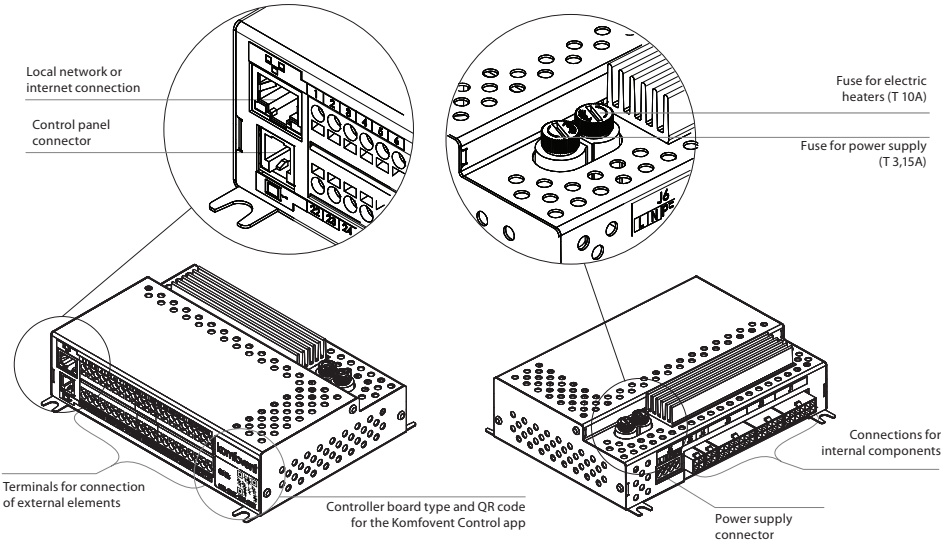

Fig. 13. C6M controller main board
- **The terminal numbering shown here only applies for C6M controller board. Before connecting the external elements, check the board type on the sticker in the front of the controller (see Fig. 13).**
It is advisable to run the control panel cable in such a way that it does not go near the power supply wires or high voltage electrical equipment (electrical inlet cabinets, electric water heating boiler, air conditioning unit, etc.). The cable can be passed through the holes in the back or bottom of the control panel (follow the installation instructions supplied with the control panel). The wire to C6M controller board is connected to a dedicated slot (RJ9 connector; see Fig. 13) or to the terminals for external connections.
The unit can be controlled not only by the control panel, but also by computer or smart phone. In such cases, the air handling unit must be connected to an local computer network or to the Internet. The unit is controlled by a computer using a web browser, or a smartphone with a Komfovent Control app. The air handling unit is connected to the computer network with a CAT5 type cable (RJ45 connector; see Fig. 13). The total cable length between the unit and the network router must not exceed 100 m.
- The easiest way to manage your unit over the internet is to use a smartphone with the Komfovent Control app. Launch the app on your phone (the phone must have Internet access). When you connect for the first time, the app will ask you to scan the QR code at the front of the controller board (see Fig. 13). When you scan the code, the app will automatically establish the connection to the unit (for more information on the Komfovent Control app, see "Domekt User Guide").